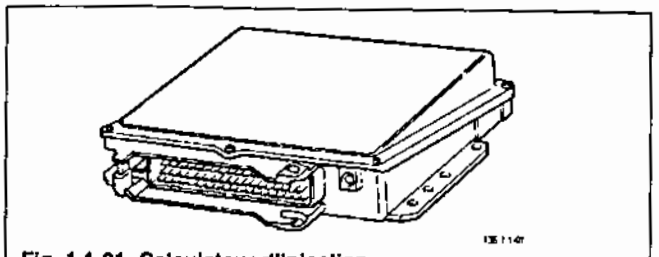
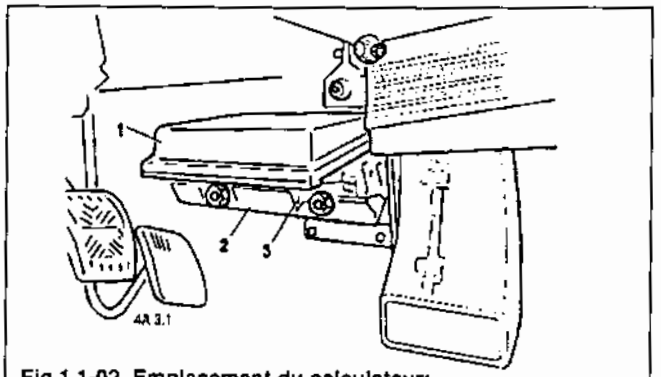

Fig. 1.1-01. Calculateur d'injection
Fig.1.1-02. Emplacement du calculateur:
Le calculateur (fig. 1.1-01) est une unité centrale du système de gestion du moteur. Il reçoit des signaux transmis par les sondes et les capteurs et pilote les mécanismes actionneurs en assurant un rendement optimal du moteur. Le calculateur 1 est placé sous la console du tableau de bord et fixé sur le support 2 (fig. 1.1-02).
4. Desserrer les écrous des vis de fixation 3 sur le support 2, enlever le calculateur 1 en débranchant le connecteur du faisceau des câbles (fig.1.1-02).